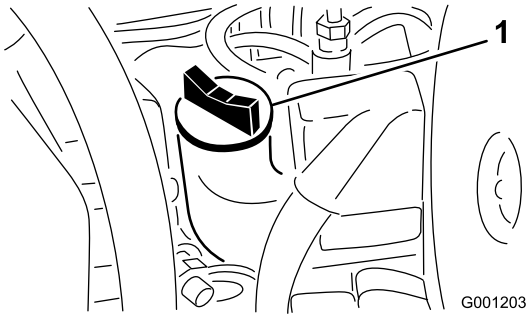

Figur 23
5. Hvis olieniveauet er under FULL-mærket, skal du fjerne påfyldningsdækslet (Figur 23) og fylde olie på, indtil niveauet når FULL-mærket. **Fyld ikke for meget på.**.